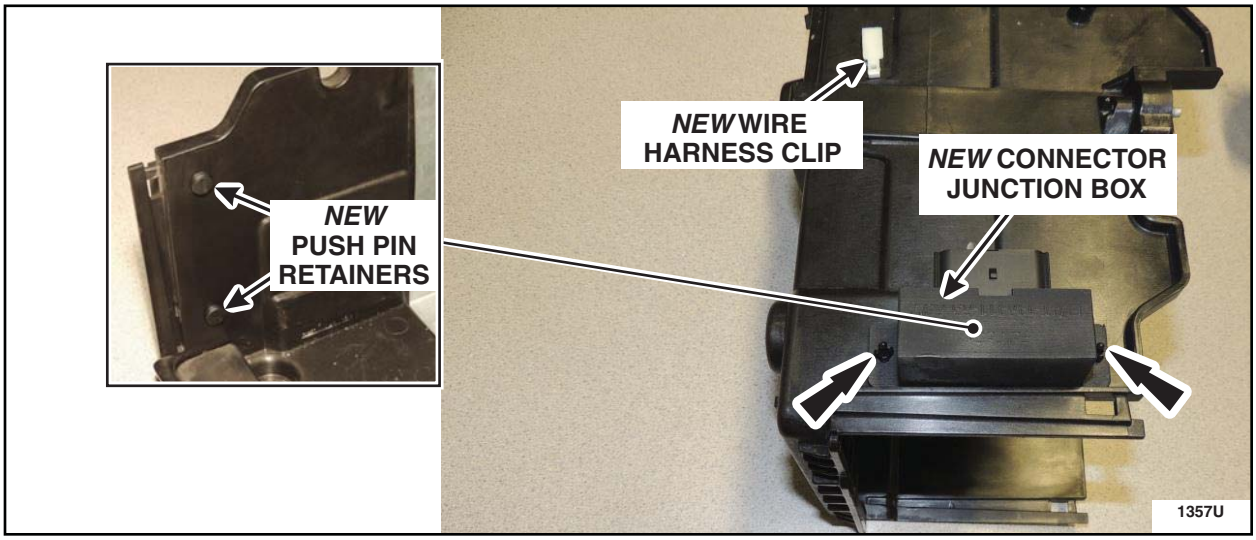

FIGURE D4
SERVICE TIPS: Remove the two (2) push pin retainers from the connector junction box, prior to installation. While installing the connector junction box ensure that the push pin retainers are installed in the proper orientation. See Figure D4.
4. Deburr the four (4) previously drilled holes on the battery tray as necessary.
5. Attach the *new* connector junction box to the battery tray using the two (2) *new* push pin retainers. Install the *new* push pin retainers so the heads of the retainers are on the **inside** of the battery tray. See Figure D4.
6. Install the *new* wire harness clip onto the battery tray. The christmas tree portion of the *new* wire harness clip is to be installed into the larger of the two mounting holes. See Figure D4.